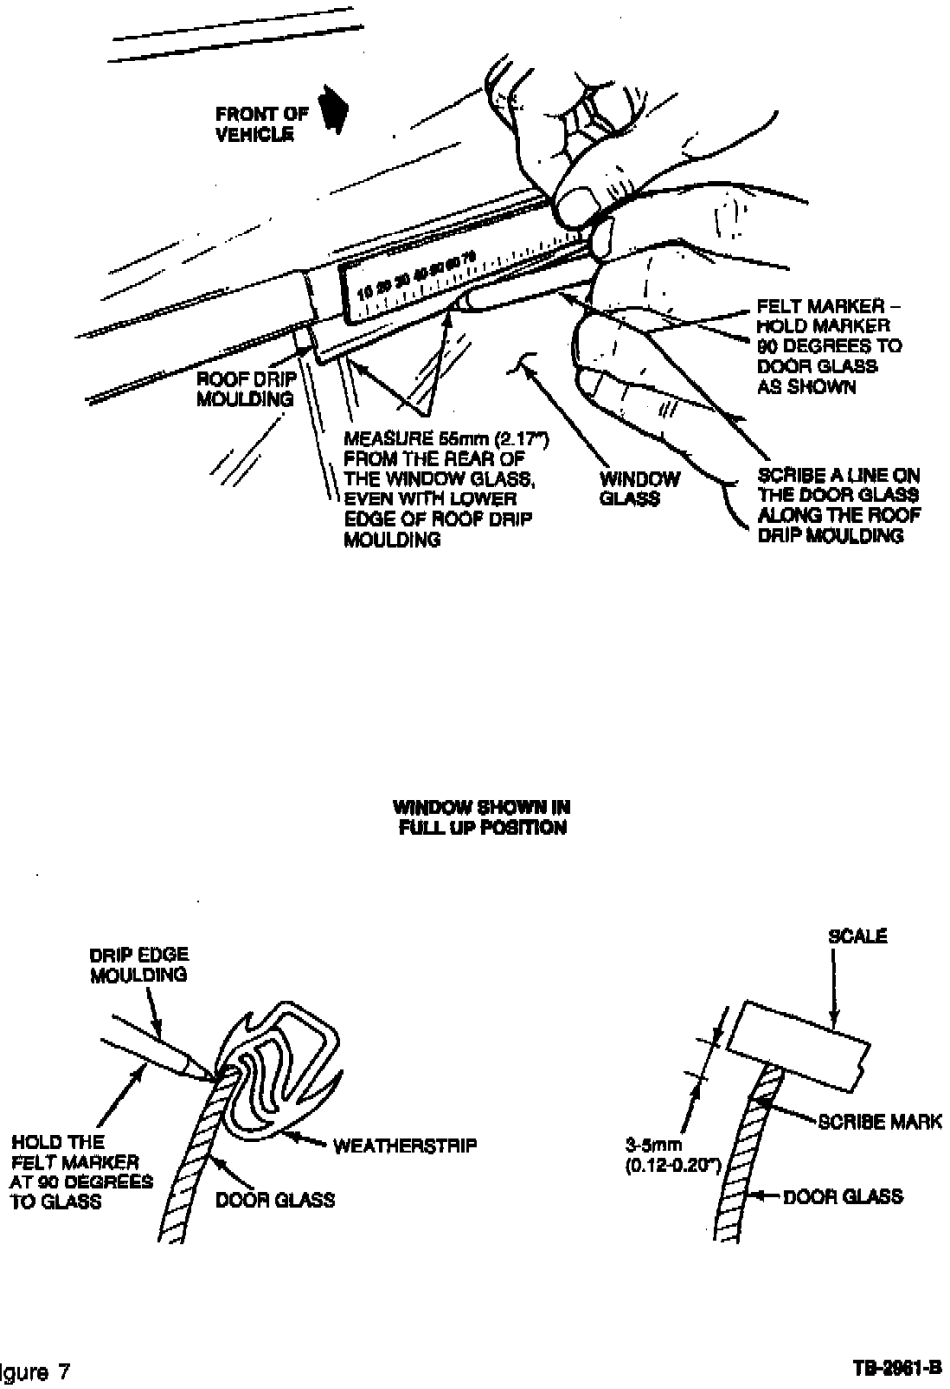

Figure 7 TB-2961-B
a. With the door glass in the full up position and the door closed, draw a line along the top of the glass with a felt marker. Locate the line 55 mm (2.17" from the rear of the glass even with the lower edge of the roof drip moulding (Figure 7). The mark must be 3-5 mm (0.12-0.20") from the top edge of the glass.